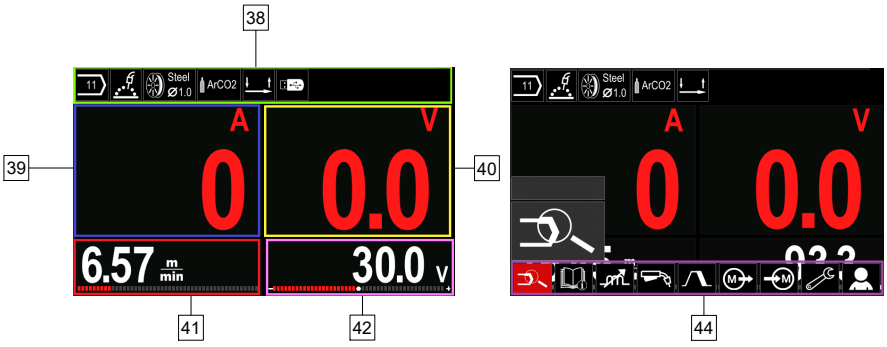
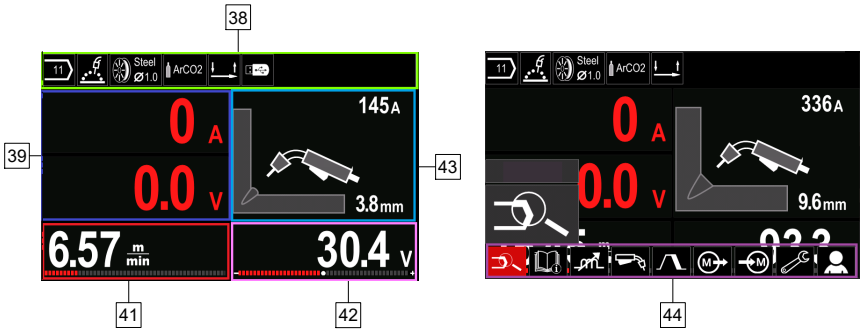

Figur 7.
Figur 8.
- Basic skjermbilde (Figur 7.)
- PRO skjermbilde (Figur 8)
- Velg en av skjermbildene (Basic – Figur 7 eller PRO – Figur 8).